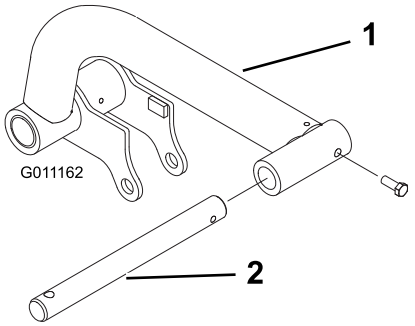

Figur 14
2. Sett en dreiestang inn i den venstre løftearmen og juster monteringshullene (Figur 14).